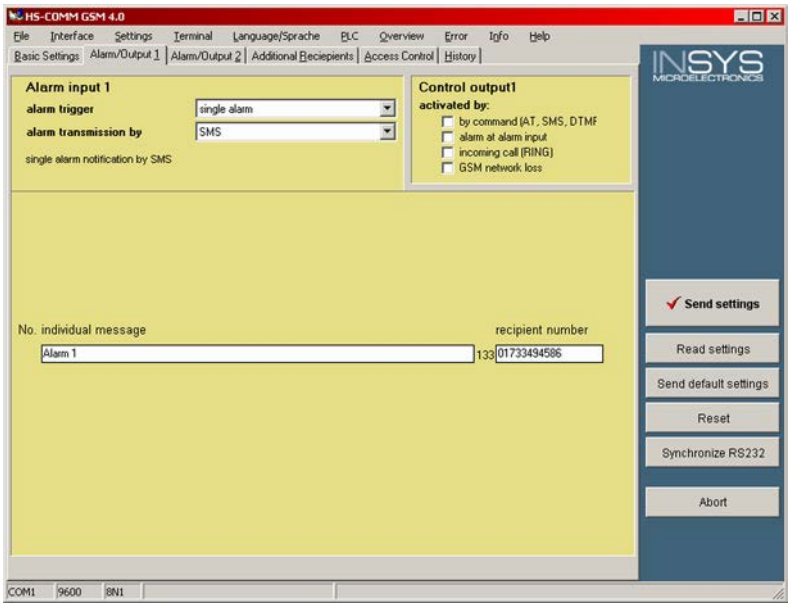

Fig. 200: GSM modem - alarm/output 1
2. Set up the modem as shown in (Fig. 200) on the *"Alarm/ Output 1"* tab.